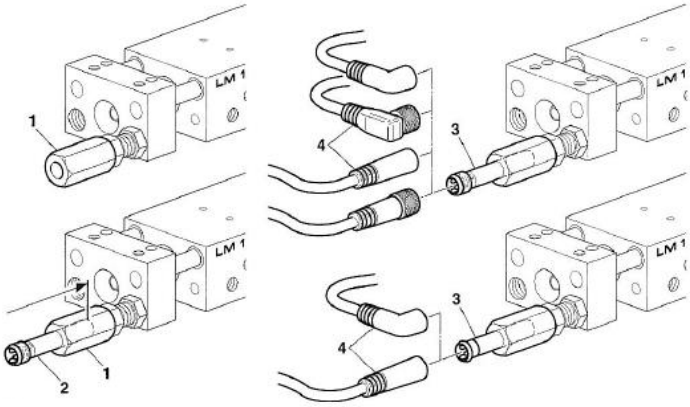

Fig. 14 Montage de l’initiateur 6.5 mm
1. Vissez le support de l’initiateur (Fig. 14, 1) sur la vis d'arrêt.
2. Insérez l’initiateur (Fig. 14, 2) dans le support jusqu'à la butée.
3. Serrez légèrement le support de l’initiateur (Fig. 14, 1).
4. Installez la fiche (Fig. 14, 4).